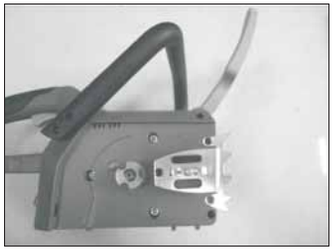

Fig.2A Fig.2B
2. La manopola tendi-catena va ruotata in senso antiorario fino a fine corsa (Fig.2A).
3. La manopola di regolazione della barra va ruotata in senso antiorario fino a fine corsa (Fig.2A).